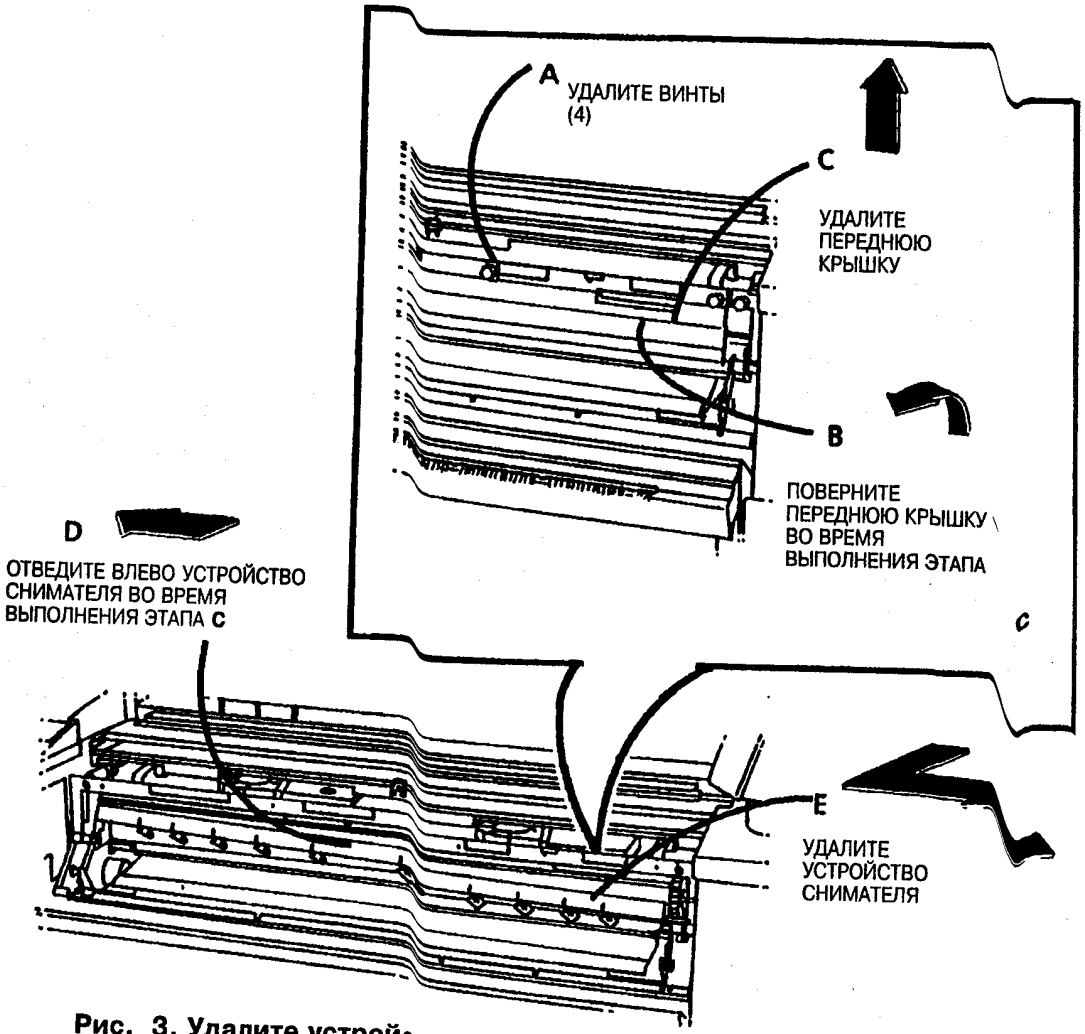

Рис. 3. Удалите устройство снимателя
3. (Рис. 3): Удалите устройство снимателя.